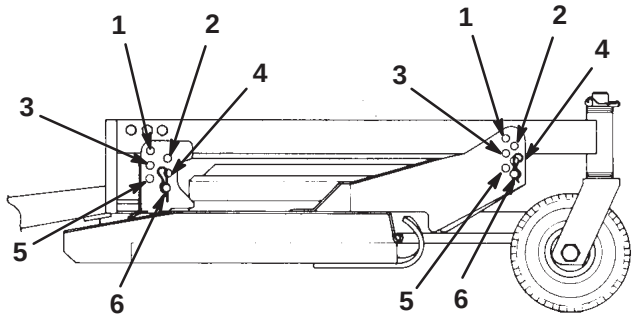

Figure 9
4. Lower the carrier frame and install 4 clevis pins through the desired height-of-cut bracket holes and frame brackets. Secure all 4 pins with hairpin cotters (Fig. 9).